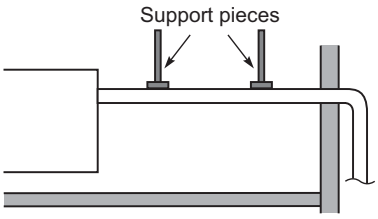

Fig. 2-108
- Do not apply force to the piping on the unit side when connecting the drain pipe. The pipe should not be allowed to hang unsupported from its connection to the unit. Fasten the pipe to a wall, frame, or other support as close to the unit as possible. (Fig. 2-108)